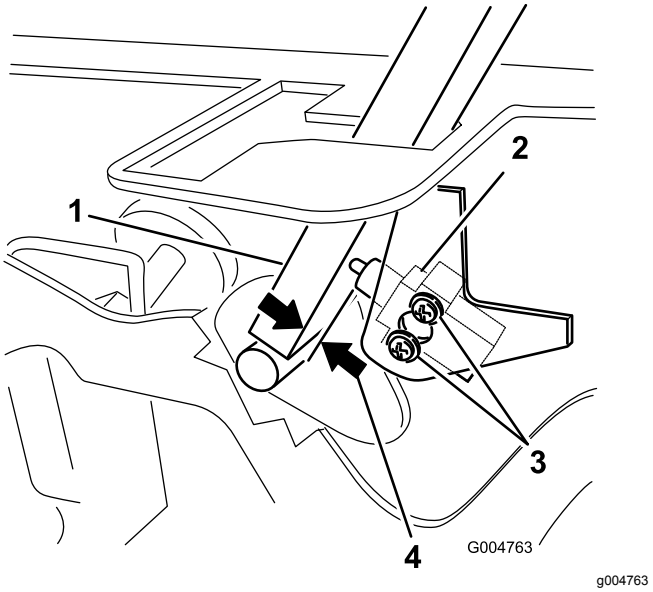

Figur 48
3. Løsn de 2 skruer, der fastgør sikkerhedskontakten (Figur 48).
4. Mens du holder håndtaget mod chassiset, skal du flytte kontakten over mod håndtaget, indtil afstanden mellem håndtaget og kontaktens hus er på 0,4 til 1 mm som vist i Figur 48.